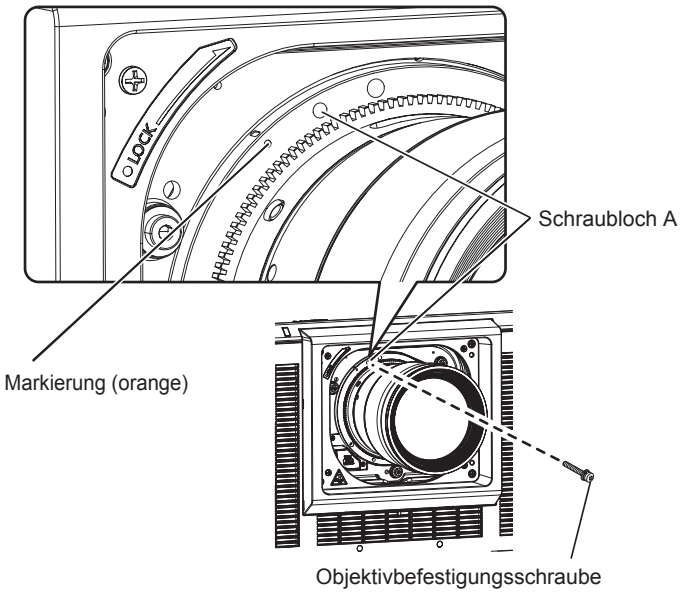

Abb. 4
4) Sichern Sie das Projektionsobjektiv mit der beiliegenden Objektivbefestigungsschraube. (Abb. 4)